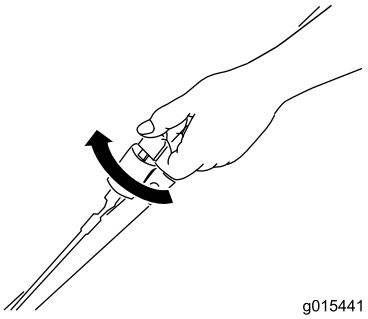
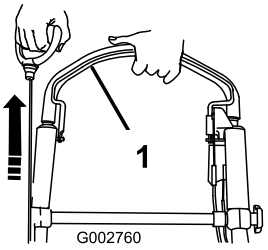

Figur 18
Figur 19
2. Vri om tenningsnøkkelen (Figur 18) eller trekk tilbakespolingsstarterhåndtaket (Figur 19).